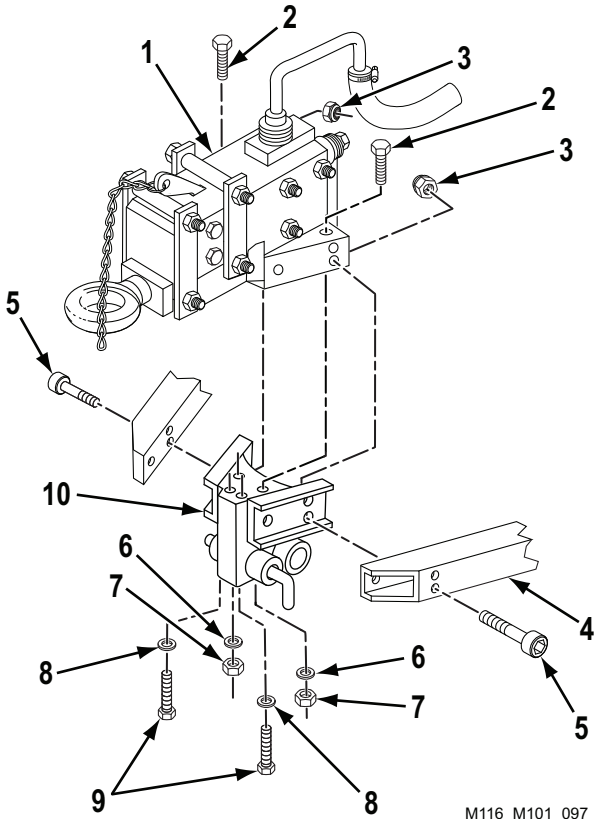

Figure 11. Hydraulic Brake Actuator Assembly Installation.
1. Install hydraulic brake actuator assembly (Figure 11, Item 1) on drawbar bracket assembly (Figure 11, Item 10) with two new lockwashers (Figure 11, Item 8) and cap screws (Figure 11, Item 9). Torque cap screws (Figure 11, Item 9) between 44 – 54 lb-ft (60 – 73 N•m). Install two cap screws (Figure 11, Item 2), new lockwashers (Figure 11, Item 6), and nuts (Figure 11, Item 7) on drawbar bracket assembly (Figure 11, Item 10). Torque nuts (Figure 11, Item 7) between 106 – 120 lb-ft (144 – 163 N•m).
2. Position hydraulic brake actuator assembly (Figure 11, Item 1) with drawbar bracket assembly (Figure 11, Item 10) at two drawbars (Figure 11, Item 4).
3. Install four cap screws (Figure 11, Item 5) and new self-locking nuts (Figure 11, Item 3) on hydraulic brake actuator assembly (Figure 11, Item 1), drawbar bracket assembly (Figure 11, Item 10), and two drawbars (Figure 11, Item 4). Torque self-locking nuts (Figure 11, Item 3) between 44 – 54 lb-ft (60 – 73 N•m).